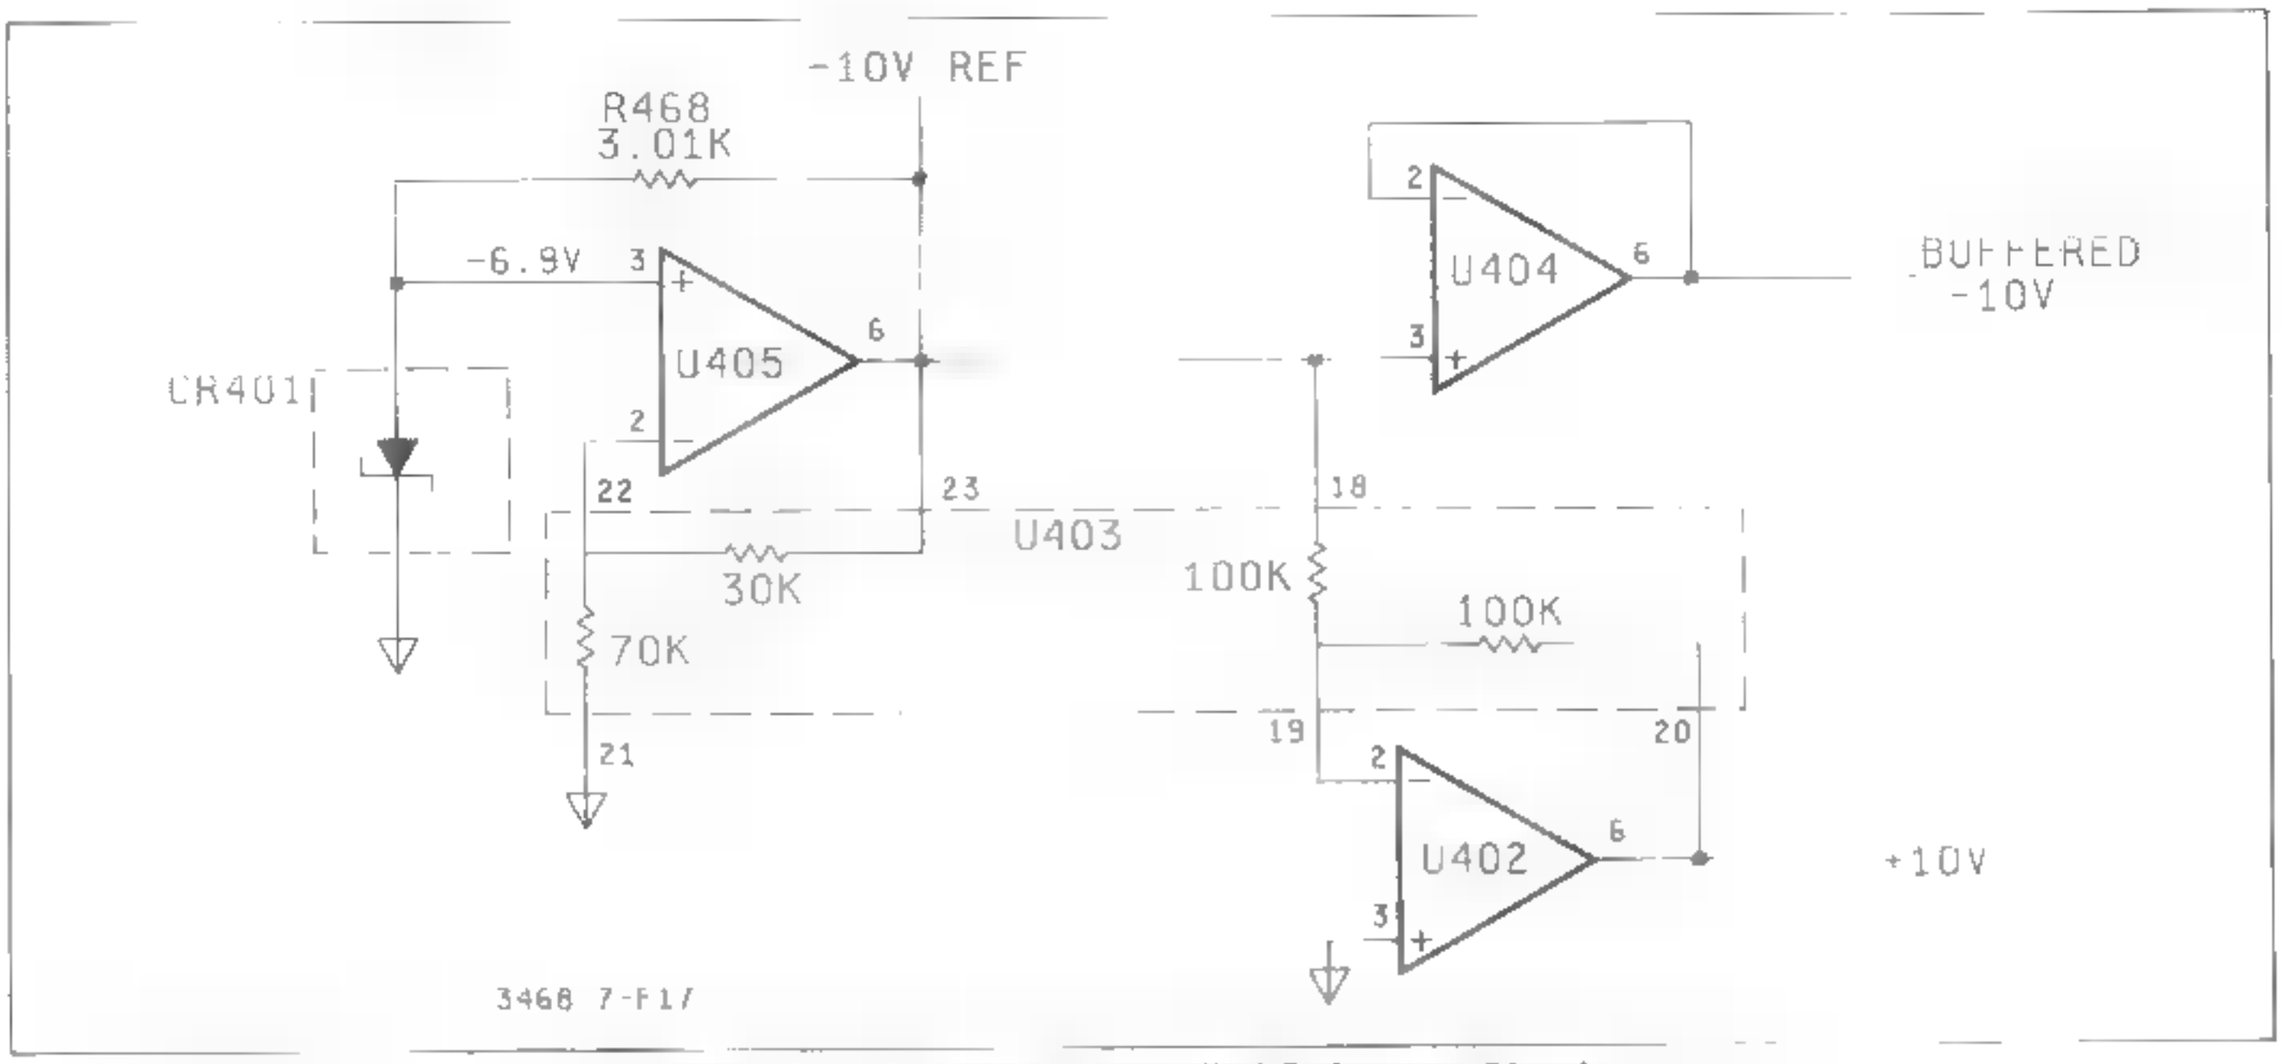

Figure 7-F-17. 3468A Simplified Reference Circuitry
d. **Voltage Reference.** The Voltage Reference provides three stable reference voltages: -10V, +10V, and ■ buffered -10V. The circuitry, shown in Figure 7-F-17, is explained as follows: